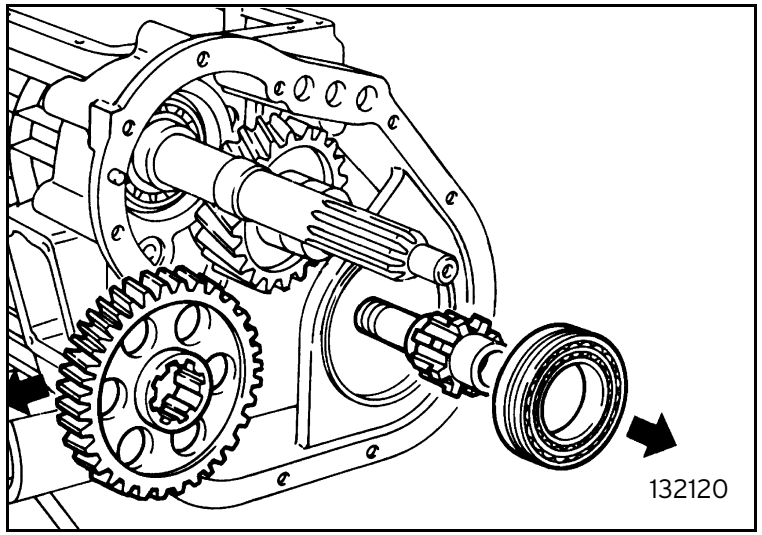

Fig. 20
- remove the front drive transmission bearing, then remove the shaft, at the same time recovering the relevant gear (figure 20);